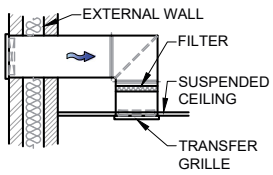

FIG 8a - OUTSIDE AIR TRANSFER
Where a natural ducted inlet for relief air is selected it should be as short as possible, and with filtration since the incoming air is likely to be contaminated. Figures 8a and 8b.
- Details of the various types of natural air transfer systems are shown in Figs. 8a and 8b below: